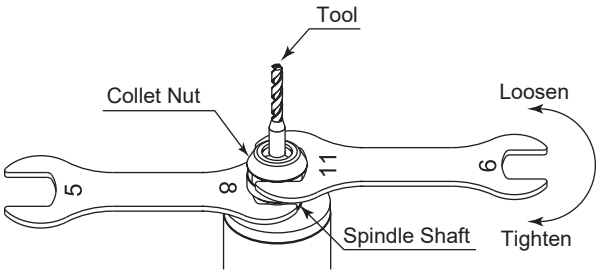

Fig. 8
② Insert the tool into the collet, and attach the tool and the collet nut to the spindle shaft.(Fig. 8)
③ Place the provided 8 mm wrench on the wrench groove of the spindle shaft and hold it in place.
④ Place the provided 11 mm wrench on the collet nut and turn the collet nut clockwise to secure the tool.『Reference tightening torque: 6 N・m（CHA-3.0/3.175/4.0 use）』